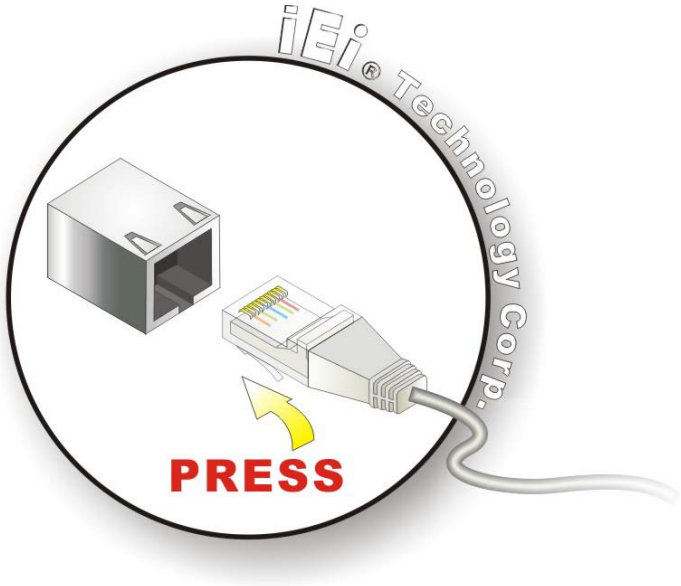

Figure 4-15: LAN Connection
Step 2: **Align the connectors.** Align the RJ-45 connector on the LAN cable with one of the RJ-45 connectors on the IMB-H612. See **Figure 4-15**.